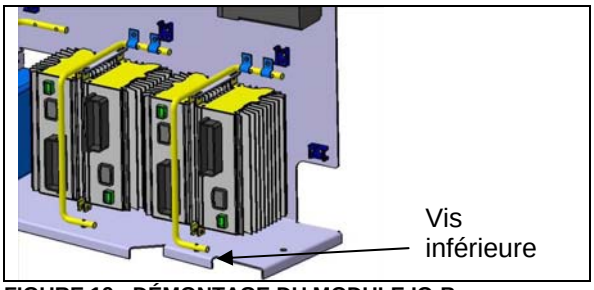

FIGURE 19 : DÉMONTAGE DU MODULE IO-B
2. Remplacer le module et les fiches (pour les modules IO-B, débrancher d'abord le connecteur vert, suivi du gris et du noir). Pour débrancher le connecteur noir, faire glisser le loquet rouge vers le bas. Retirer la vis inférieure qui maintient la tige du support de câble sur la partie plancher du panneau et relever la tige jusqu'à ce que le module IO-B soit dégagé (voir Figure 19).